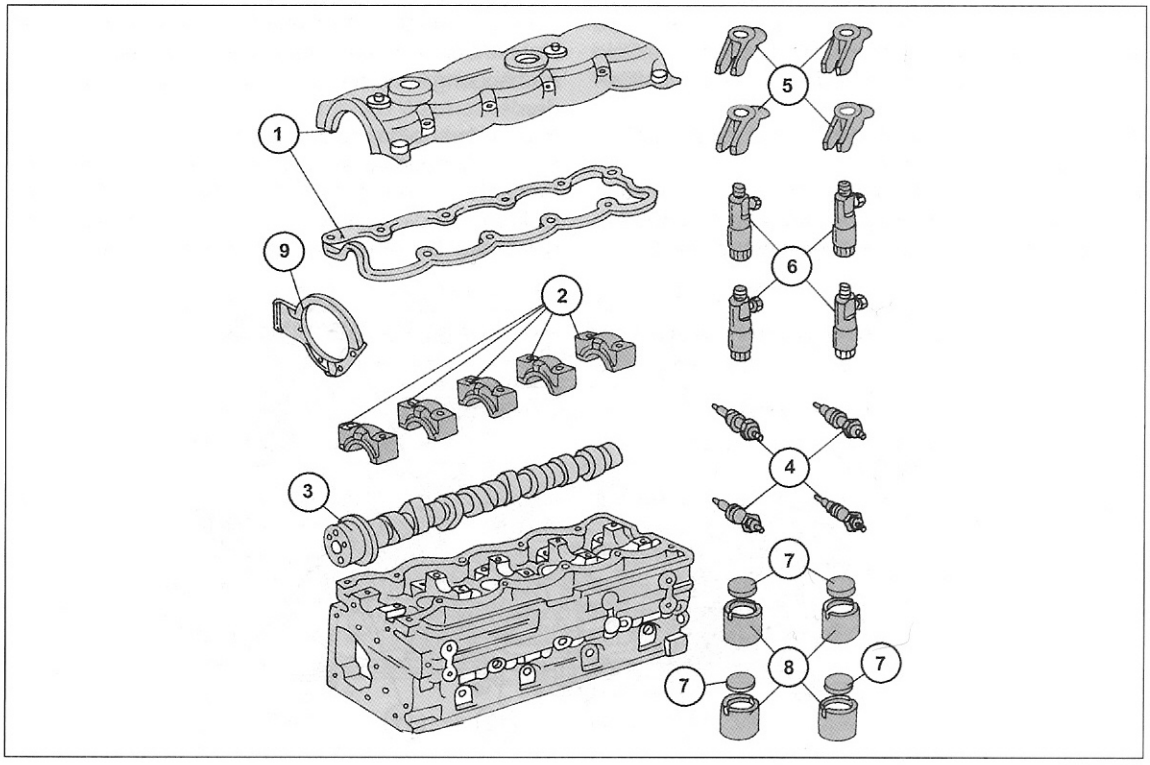
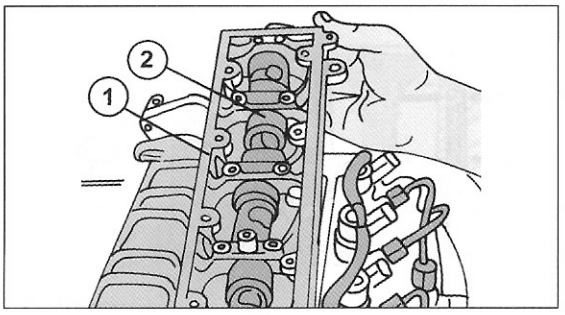

Bild 68
Bild 69
Bild 68 zeigt ein Montagebild des Zylinderkopfes eines Sofim-Motors. Falls der Kopf vollkommen zerlegt werden soll, kann man alle Teile entsprechend der Abbildungen abmontieren. Bild 69 zeigt, wie das Nockenwellengehäuse beim 2.0-Liter-Motor heruntergezogen wird. Nochmals müssen wir erwähnen, dass nicht alle Zylinderköpfe die gleichen Teile haben, jedoch zum Zweck dieser Beschreibung werden die gezeigten Einzelteile ausreichen.
- Die Einspritzdüsen nach Lösen der Klemmstücke (5) in Bild 68 ausbauen und die untergelegten Kupferscheiben abnehmen. Beim 2.5-Liter-Motor müssen die Düsen mit einem Spezialwerkzeug herausgezogen werden. Das Auszugwerkzeug wird an den Düsen angeschraubt und die Düsen danach mit einem Schlaghammer herausgezogen. Dies könnte bedeuten, dass man die Düsen in einer Werkstatt erneuern lassen muss. Falls sie einwandfrei gearbeitet haben, kann man sie im Kopf lassen.
- Das Nockenwellengehäuse abschrauben, wie es in Kapitel 2.8.2 beschrieben ist und die Nockenwelle herausheben. Den Dichtring ausbauen. Er muss immer erneuert werden. Bild 69 zeigt, wie das Nocken-